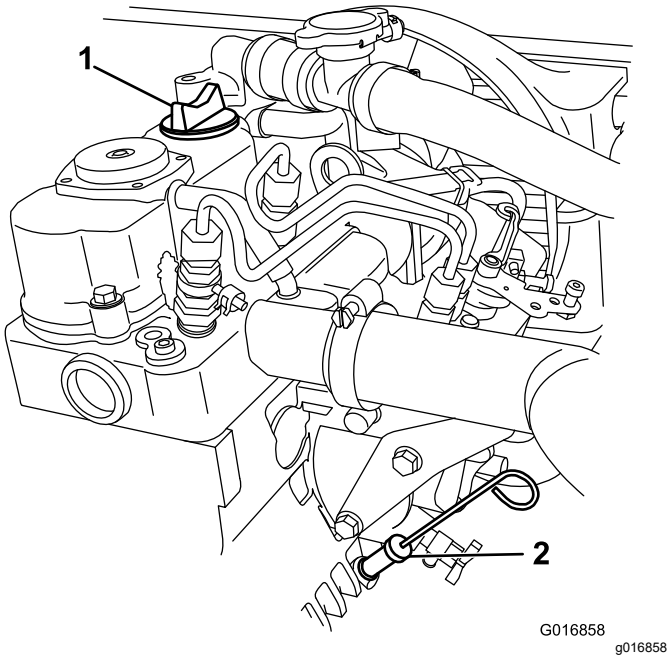

Figur 38
8. Gör rent runt oljestickan och påfyllningsröret och ta bort oljestickan (Figur 38).